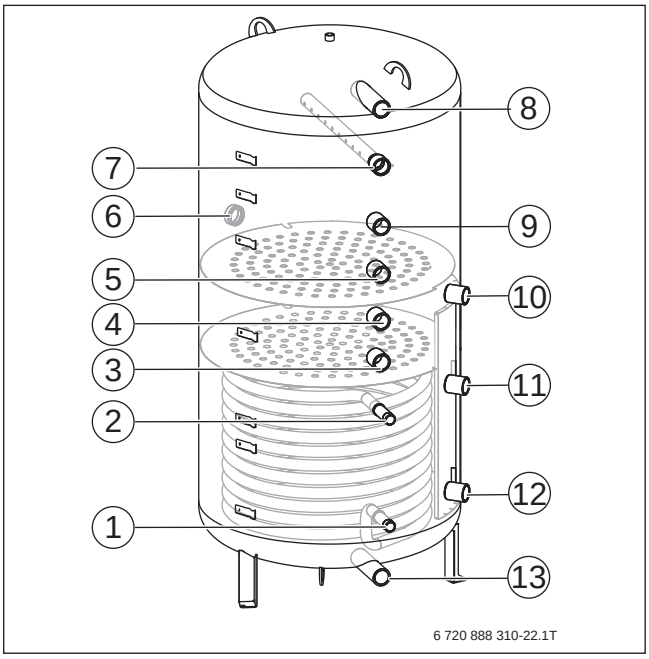

Bild 236 PNRZ-Speicher anschließen
- Um Wärmeverluste und einen ineffizienten Betrieb, besonders in Verbindung mit Wärmepumpen, durch ein Zirkulationssystem zu reduzieren, sollte die Zirkulationspumpe bedarfsgerecht angesteuert werden. Dabei die einschlägigen Normen beachten (→ Bild 236). Eine Zirkulationspumpe kann optional eingebaut werden: